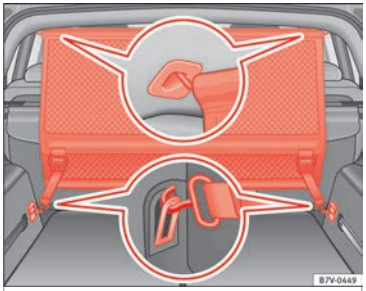

Fig. 168 In the luggage compartment: install the net partition behind the second row of seats.
- Hook in the net partition on the left-hand side roof support ››› Fig. 168. To do this, guide the rod from up to down.
- Secure the net partition hooks into the straps in the front of the boot ››› Fig. 168 then tighten the belts.
- Hook in the net partition on the front left-hand side roof support ››› Fig. 168. To do this, guide the rod from up to down.
- Release the net partition hooks from the rings ››› Fig. 168.
- Unhook the net partition on the right-hand side roof support ››› Fig. 168 by pressing on the rod.